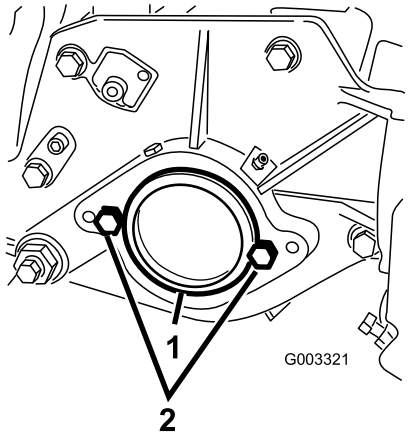

Figur 7
2. Avlägsna plastpluggen från lagerhuset på klippenhetens högra ände (Figur 7).
3. Ta bort de från två huvudskruvarna från höger sidoplåt (Figur 7).
2. Huvudskruv (2)
5. Montera cylindermotorns båda huvudskruvar på klippenhetens vänstra sidoplåt (Figur 7).